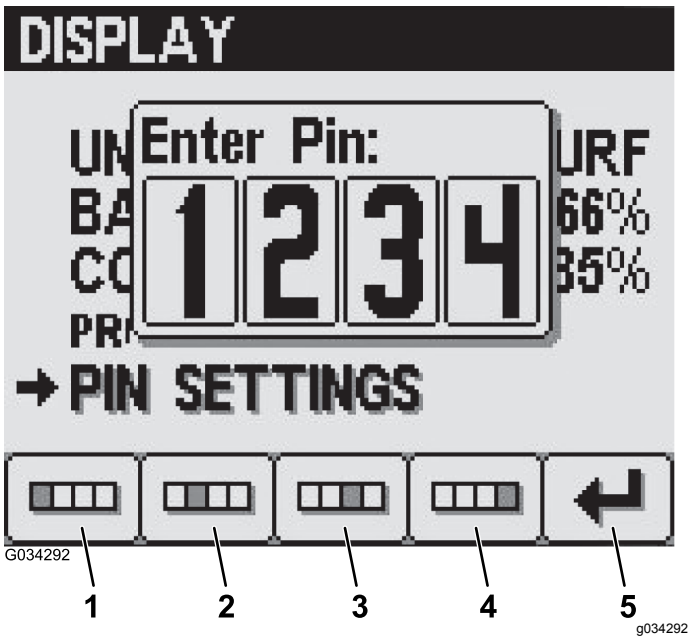

Рисунок 32
2. Введите свой ПИН-код из 4 цифр при помощи кнопок с 1 по 4, а затем нажмите кнопку 5, чтобы ввести ПИН-код в память инфо-центра (Рисунок 32).
4. На экране Enter Old PIN (Введите старый ПИН-код) введите свой старый ПИН-код из 4 цифр при помощи кнопок с 1 по 4 и затем нажмите кнопку 5, чтобы ввести ПИН-код в память инфо-центра (Рисунок 32).